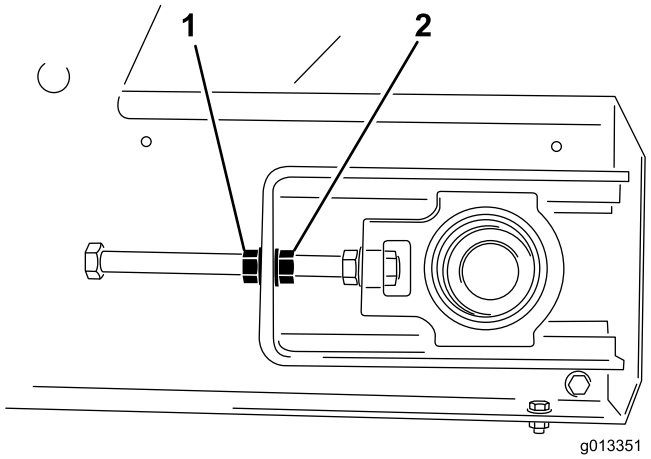

Figur 55
4. Hold fast i enden af spændstangen ved hjælp af to skruenøgler, og løsn så låsemøtrikken, som er møtrikken nærmest enden af stangen (Figur 55).
3. Hold fast i enden af spændstangen på den side, som transportbåndet sporer mod. Løsn så låsemøtrikken og spænd justermøtrikken med ca. to sider af møtrikken (Figur 55).